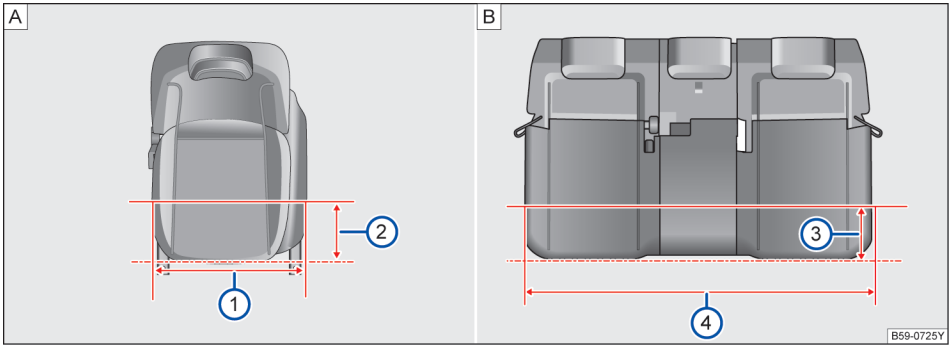

图 94 座椅座宽
如图→ 图 94 A 在距离前排座椅边缘 200mm 时→ 图 94 A ②，前排座椅座垫宽度为 498mm→ 图 94 A ①。
如图→ 图 94 B 在距离第二排座椅边缘 200mm 时→ 图 94 B ③，第二排座椅座垫宽度为 1200.3mm→ 图 94 B ④。 ◁